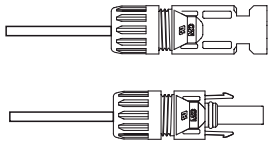

图3.21 拧紧带帽螺母的连接器
4. 将金属连接器插入连接器顶部，并以3−4 Nm的扭矩拧紧螺母（见图3.21）。